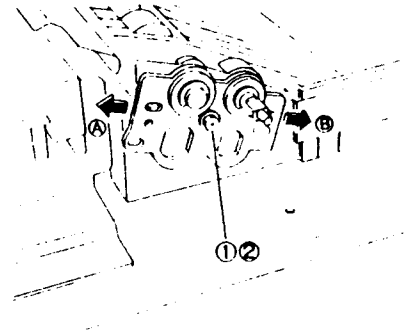

Рис. 5 NZM-0042
5. (Рис. 5): Отрегулируйте положение держателя и устраните перекос бумаги.